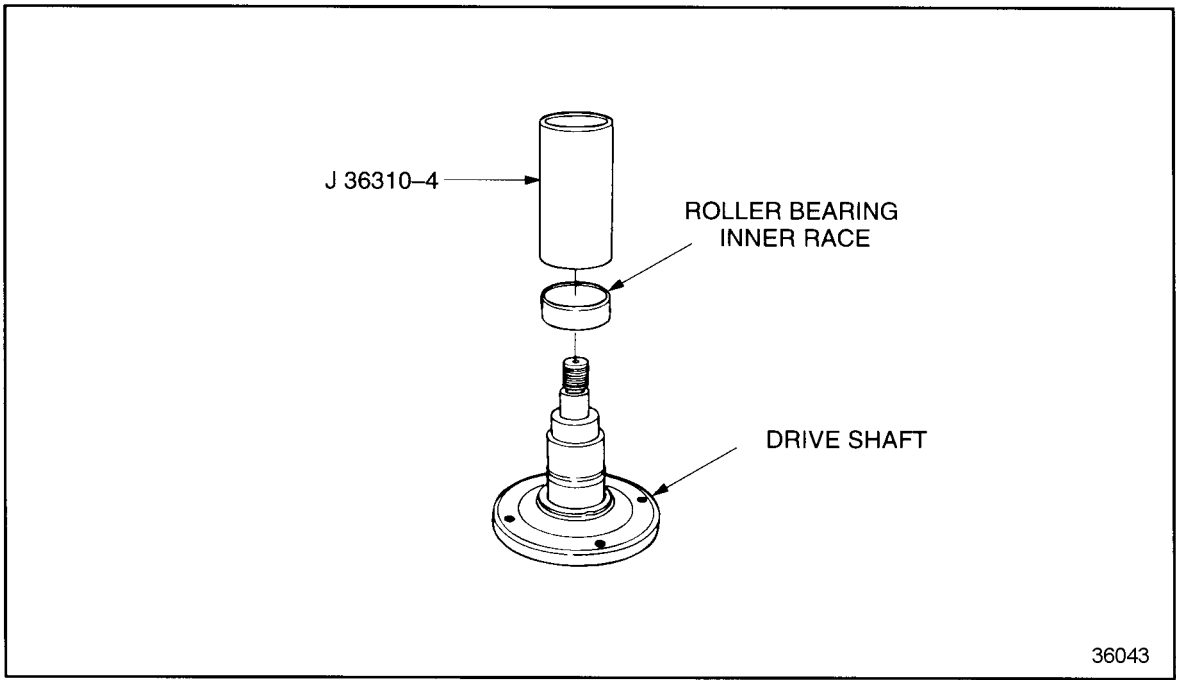

Figure 10-26 Bearing Inner Race Installer
1. Install the roller bearing inner race to the air compressor drive shaft using a press and J 36310-4, part of J 36310–A. See Figure 10-26.